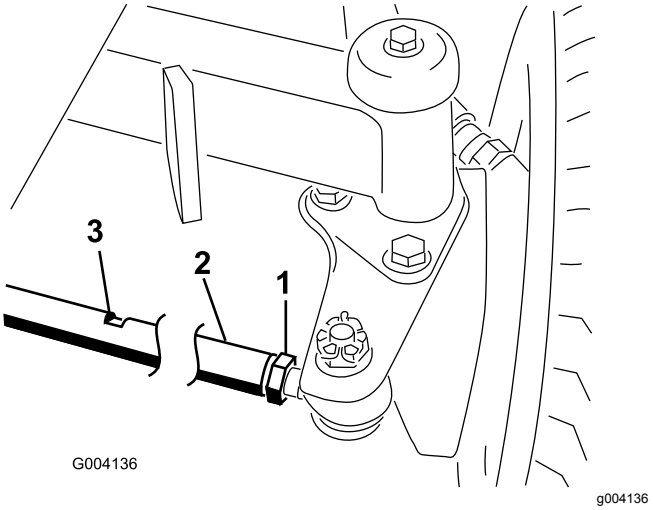

Figur 90
2. Lossa kontramuttern i båda ändar av dragstången (Figur 90).